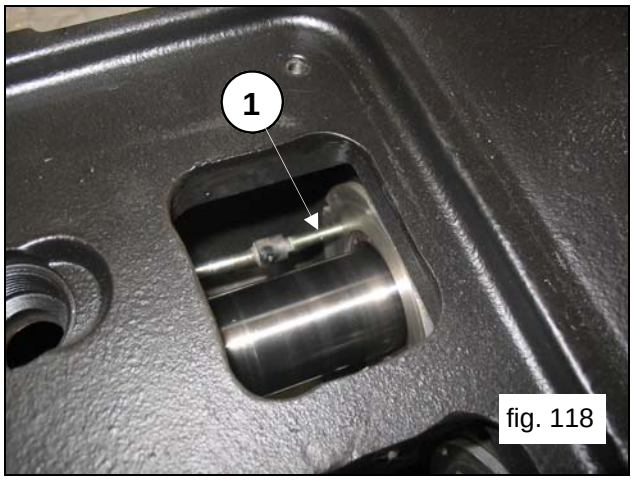
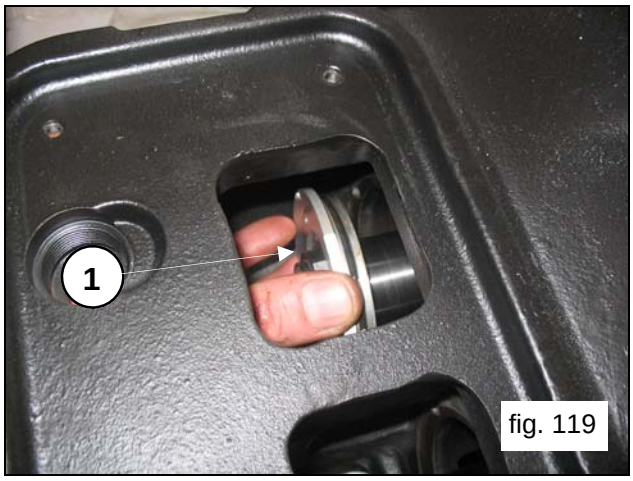

fig. 118
fig. 119
Extract the oil seal cover by screwing a threaded M5 bar or screw into the apposite holes on the cover (pos.①, fig.118); extract the oil seal cover from the pump unit (pos.①, fig.119).